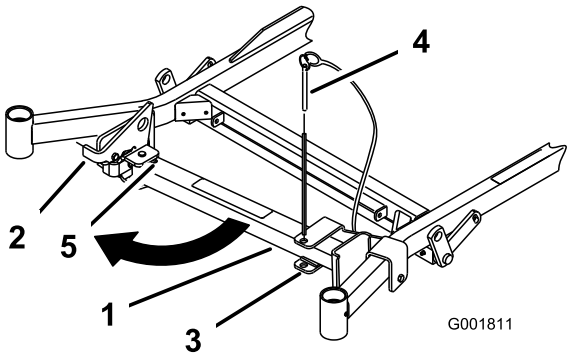
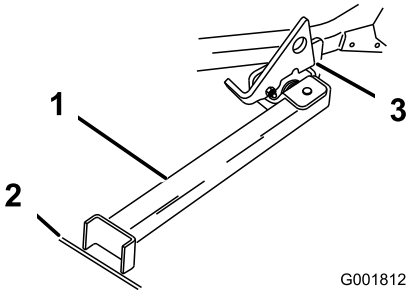

Figur 27
Figur 28
2. Fjern beslagpinden (Figur 27).
3. Hæv klinken. Sving standens fod ud fortil, og skub standen mod maskinen, ind nederst i rillen (Figur 27 og Figur 28).
4. Placer standen fod på jorden, og lad klinken hvile på drejetappen (Figur 28).
Bemærk: Det bedste resultat opnås, hvis standens fod placeres i en revne i fortovet eller i plænen (Figur 28).
6. Kør op på standen. Stands, når klinken falder over tappen i låst position (Figur 28). Aktiver parkeringsbremsen, og sluk motoren, når maskinen er oppe på standen.
5. Sæt den tilbage til hvileposition (Figur 27).